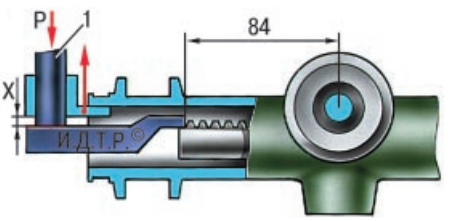

Рис. 8.3. Проверка зазора между упором рейки и гайкой: 1 – пуансон
2. Установите рейку в среднее положение, которое определяется размером (87±0,25) мм (рис. 8.3) от оси шестерни до торца рейки. С помощью специального приспособления нагрузите рейку силой P = (500±20) Н, или (51±2) кгс, на расстоянии 84 мм (см. рис. 8.3) от оси шестерни в направлении к упору рейки.